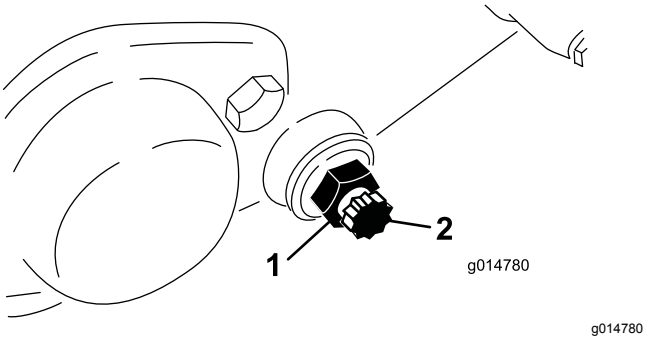

Figuur 62
3. Draai de contramoer van de snijbalkbout aan beide zijden van de machine los (Figuur 62).
4. Verwijder beide ondermesbalkbouten zodat de ondermesbalk omlaag kan worden getrokken en uit de machine worden verwijderd. Bewaar de 2 nylon en de 2 stalen ringen op beide uiteinden van de ondermesbalk (Figuur 62).